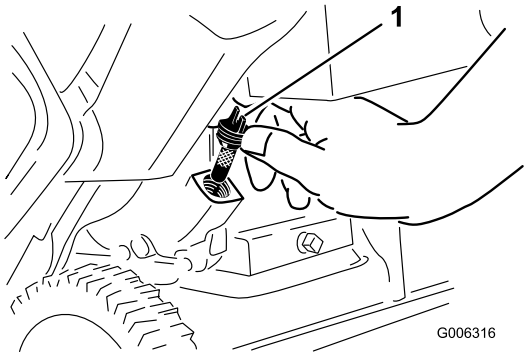

Figure 9
2. Nettoyez la surface autour du bouchon de remplissage (Figure 9).